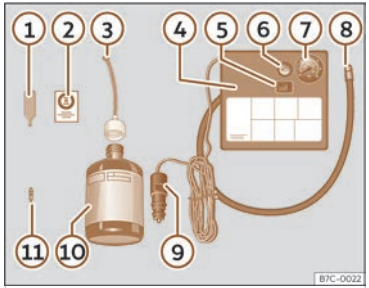

Fig. 230 Representació estàndard: contingut del joc antipunxades.
El joc antipunxades es troba en el compartiment del maleter sota el revestiment del terra. Inclou els components següents >>> **fig. 230**:
- Desenrosqueu el caputxó i l'obús de la vàlvula del pneumàtic. Utilitzeu l'aparell >>> **fig. 230** 1 per extreure l'obús. Poseu-lo en una superfície neta.
- Sacsegeu amb força l'ampolla de segellador de pneumàtics >>> **fig. 230** 10 .
- Enrosqueu el tub d'inflament >>> **fig. 230** 3 a l'ampolla de segellador. El precinte de l'ampolla es trencarà automàticament.
- Traieu el tap del tub d'ompliment ››› fig. 230 ③ i caragoleu l'extrem obert del tub a la vàlvula del pneumàtic.
- Torneu a posar l'obús amb l'aparell ››› fig. 230 ① a la vàlvula del pneumàtic.
- Enrosqueu el tub d'inflament del pneumàtic del compressor ››› fig. 230 ⑧ a la vàlvula del pneumàtic.
- Comproveu que el caragol d'evacuació d'aire està tancat ››› fig. 230 ⑥.
- Fixeu el connector ››› fig. 230 ⑨ a la presa de corrent de 12 volts del vehicle ››› pàg. 250.
- Connecteu el compressor d'aire amb commutador ON/OFF ››› fig. 230 ⑤.
- Enganxeu l'adhesiu ››› fig. 230 ② al quadre d'instruments, dins del camp visual del conductor.
Torneu a enroscar el tub d'inflament ››› fig. 230 ⑧ i comproveu la pressió en el manòmetre ⑦.